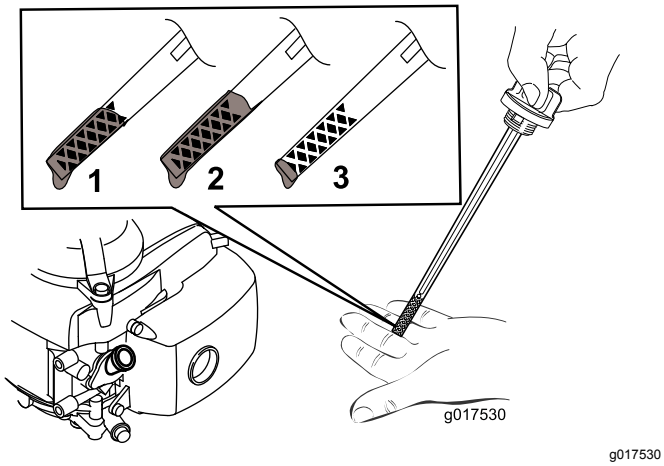

Figur 5
2. Tag målepinden ud (Figur 5).
Bemærk: Fyld motorens krumtaphus med olie, indtil målepinden angiver, at motoroliestanden er korrekt som vist i Figur 5. Hvis du fylder for meget olie på motoren, skal du fjerne overskydende olie som beskrevet i Skift af motorolien (side 15).